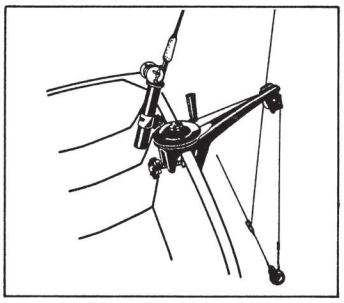

Figure 1
1. Le treuil de pêche devrait être fixé à pince en position solide et sûre sur la traverse du bateau. (Figure 1)